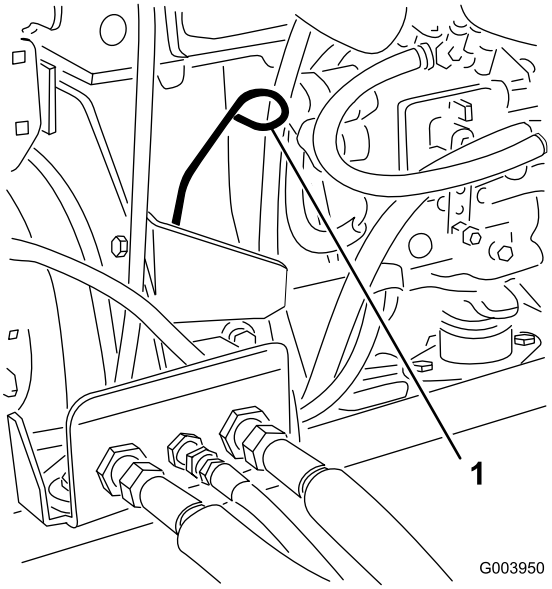

Rysunek 30
3. Wyciągnij wskaźnik poziomu oleju, wytrzyj go i włóż ponownie (Rysunek 30).